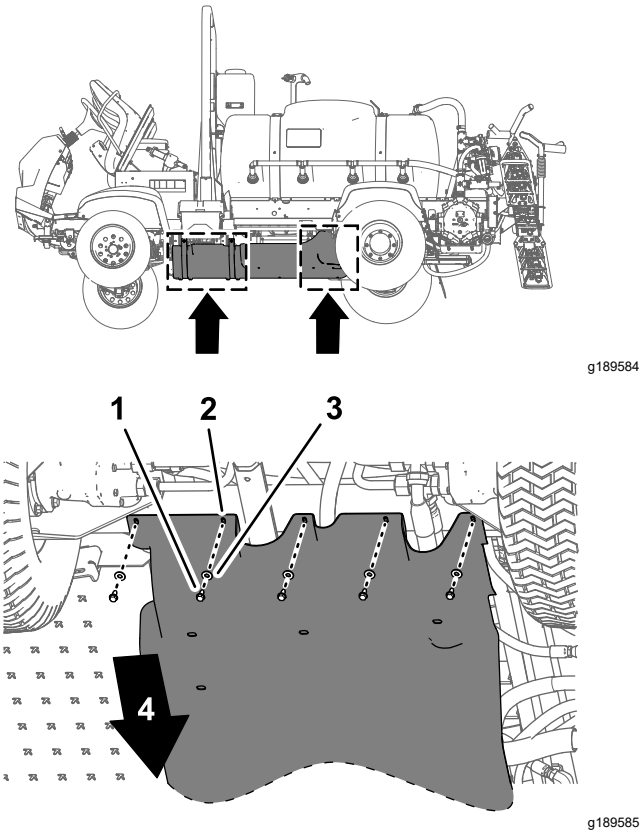
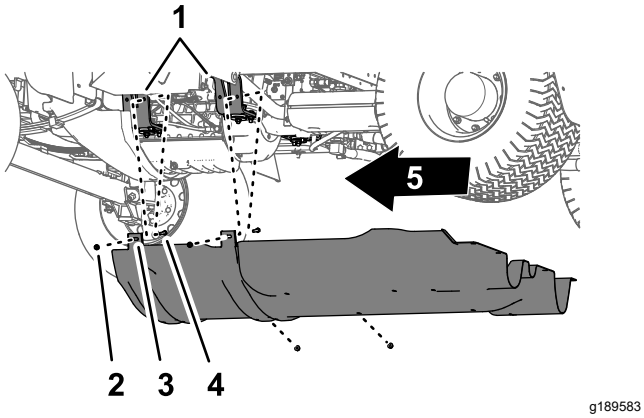

Figuur 64
Figuur 65
1. Verwijder de 5 flenskopbouten (5/16" x ⅞") en 5 ringen (5/16") waarmee het scherm van het onderstel achteraan vastzit aan het chassis van de machine (Figuur 64).
2. Verwijder de 4 flenskopbouten (5/16") van de bouten en de slotbout waarmee de bevestigingslippen van het scherm van het onderstel bevestigd zijn aan de bevestigingsbeugels van de motor van de machine (Figuur 65).
4. Verwijder het scherm van het onderstel van de machine (Figuur 64 en Figuur 65).
1. Lijn het scherm van het onderstel uit met het onderste chassis van de machine; zie Figuur 65 in Het scherm van het onderstel verwijderen (bladz. 54).
2. Plaats de bevestigingslippen van het scherm van het onderstel over de bouten en de slotbout aan de bevestigingsbeugels van de motor van de machine; zie Figuur 65 in Het scherm van het onderstel verwijderen (bladz. 54).
3. Monteer het scherm van het onderstel op de bevestigingsbeugels en -bouten van de motor (Figuur 65); gebruik de 4 flensborgmoeren (5/16") die u verwijderd hebt in stap 2 van Het scherm van het onderstel verwijderen (bladz. 54).
4. Lijn de gaten in het achterste gedeelte van het scherm van het onderstel uit met de gaten in het chassis; zie Figuur 64 in Het scherm van het onderstel verwijderen (bladz. 54).
5. Monteer het achterste gedeelte van het scherm van het onderstel op het chassis (Figuur 64); gebruik hierbij de 5 flenskopbouten (5/16" x ⅞") en 5 ringen (5/16") die u verwijderd hebt in stap 1 van Het scherm van het onderstel verwijderen (bladz. 54).